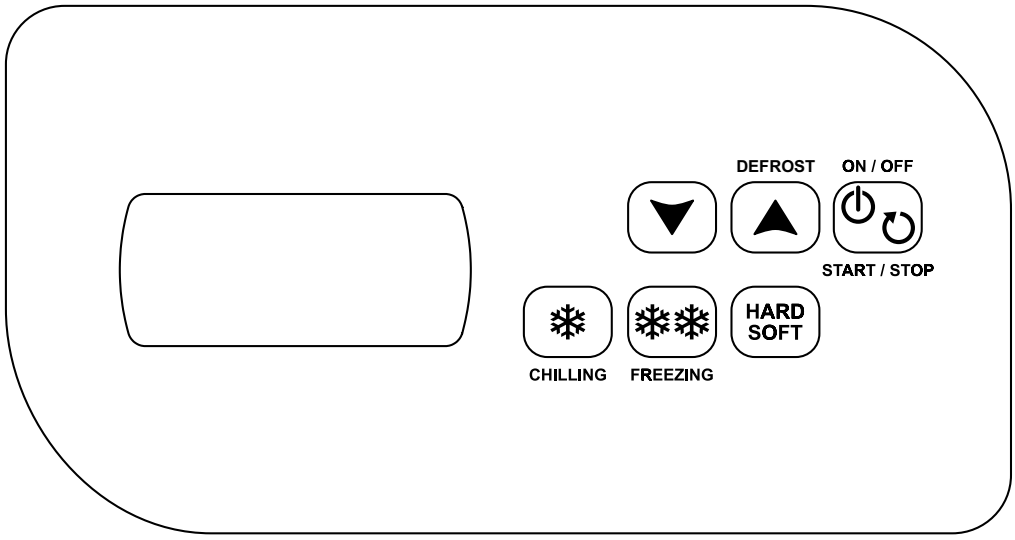

Fig.3
9.1 Descrizione dei comandi e pulsanti (Fig. 3)